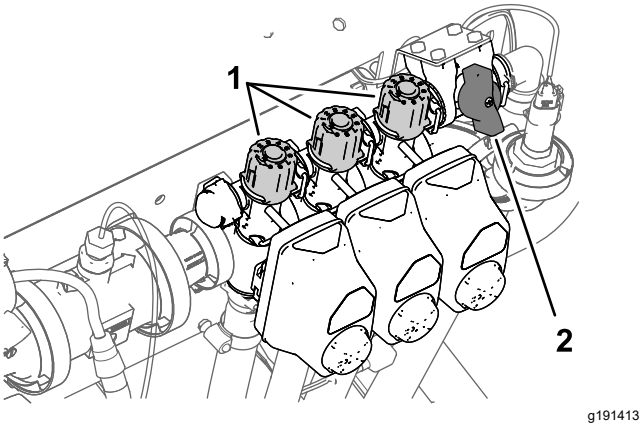

**Figur 32**
2. Stäng av omkopplaren för vänstersektionen och justera sektionens överströmningsvred (Figur 32) tills värdet som visas når föregående nivå i tabellen.
4. Justera den högra sektionens överströmnings-vred (Figur 32) tills värdet av föregående nivå visas, enligt tabellen.
6. Justera mittsektionens överströmningsvred (Figur 32) tills värdet som visas når föregående nivå i tabellen.